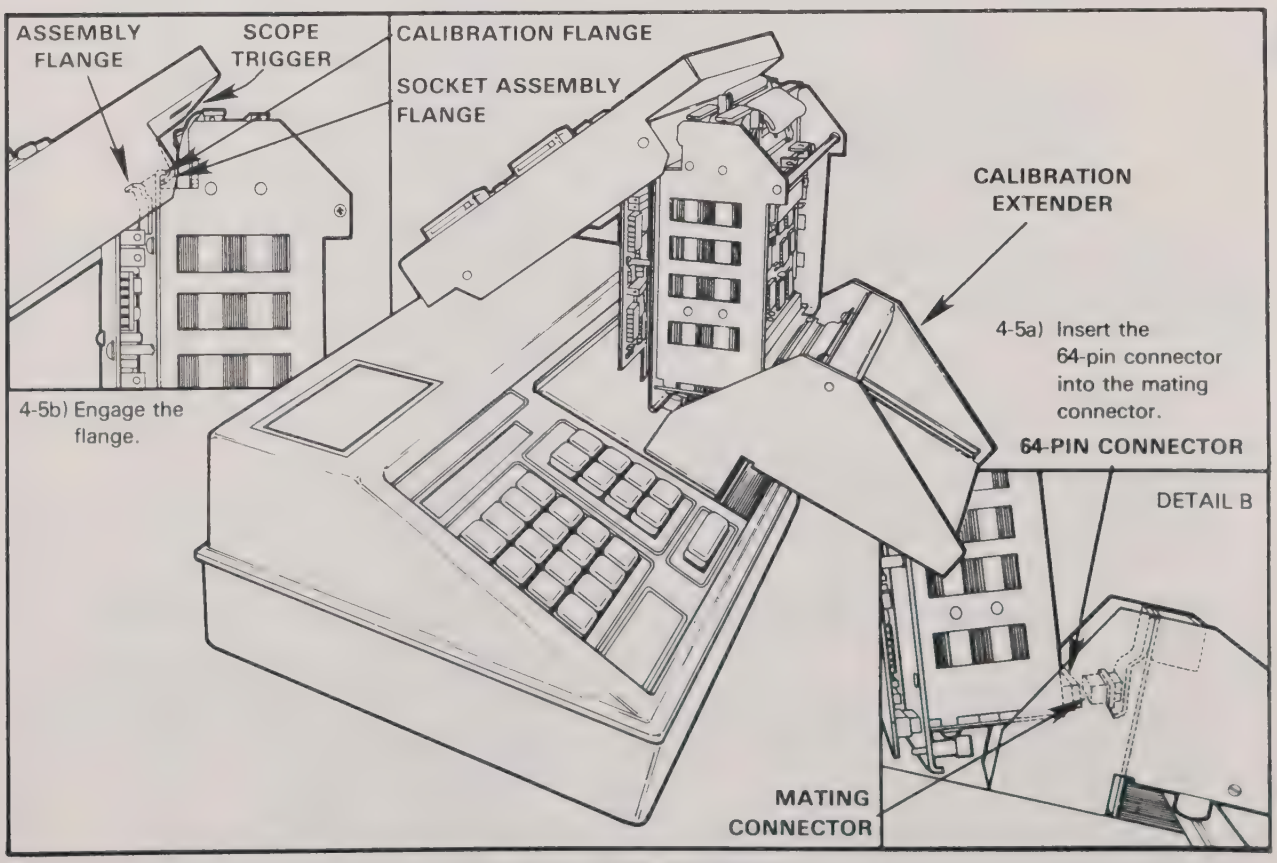

Figure 4-5. Calibration Set-up
6. Lean the top portion of the UniPak 2™ against its bottom portion at a 45-degree angle; see figure 4-5.